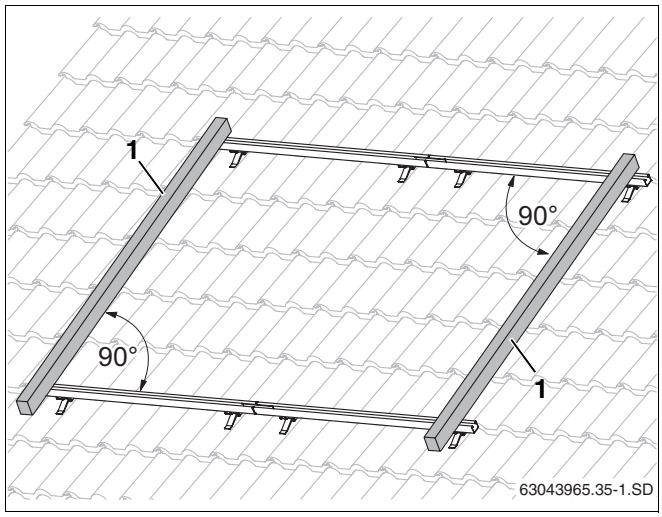

Abb. 33 Profilschienen ausrichten
- Die oberen und unteren Profilschienen seitlich in einer Flucht zueinander und jeweils waagerecht ausrichten (Abb. 33, Wasserwaage benutzen).
Messen Sie die Diagonalen oder legen Sie z.B. eine Dachlatte (Abb. 33, **Pos.** 1) an die Enden der Profilschienen. Der Winkel zwischen Dachlatte und Profilschiene muss 90° betragen. Richten Sie die Profilschienen über die Langlöcher aus.